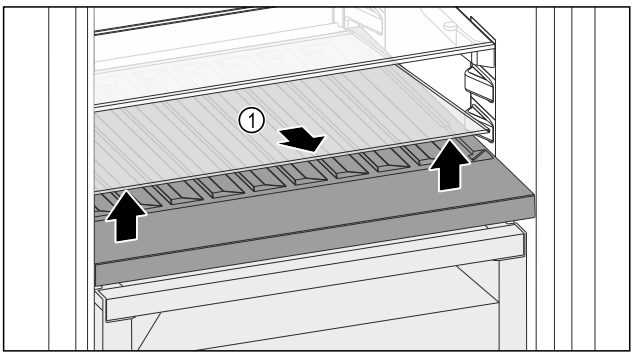

Fig. 146
▶ Ridicați în față și extrageți placa de sticlă *Fig. 146 (1)* din degajare.
▶ Păstrați placa de sticlă *Fig. 146 (1)* în siguranță în afara aparatului.